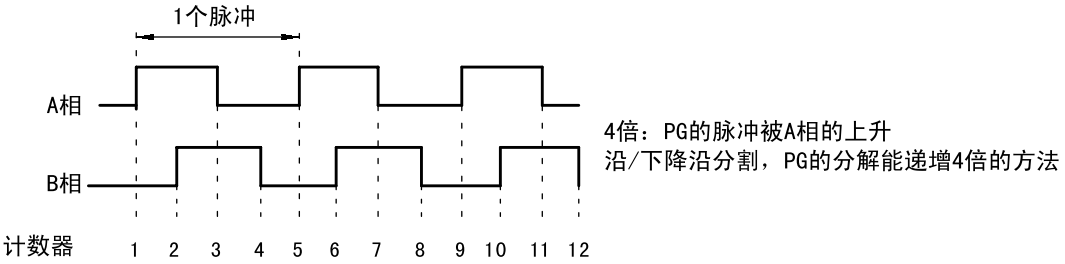

图 7.9 已经 4 倍后脉冲数
- 运行指令的输入仍为 (ON)，OFF 的话输出被切断，锁定将消失。
- 零伺服完了幅度，从零伺服开始位置到允许位置偏差量，使用 PG(脉冲发生器・编码器）的 4 递倍脉冲数来设定，请参照图 7.9。